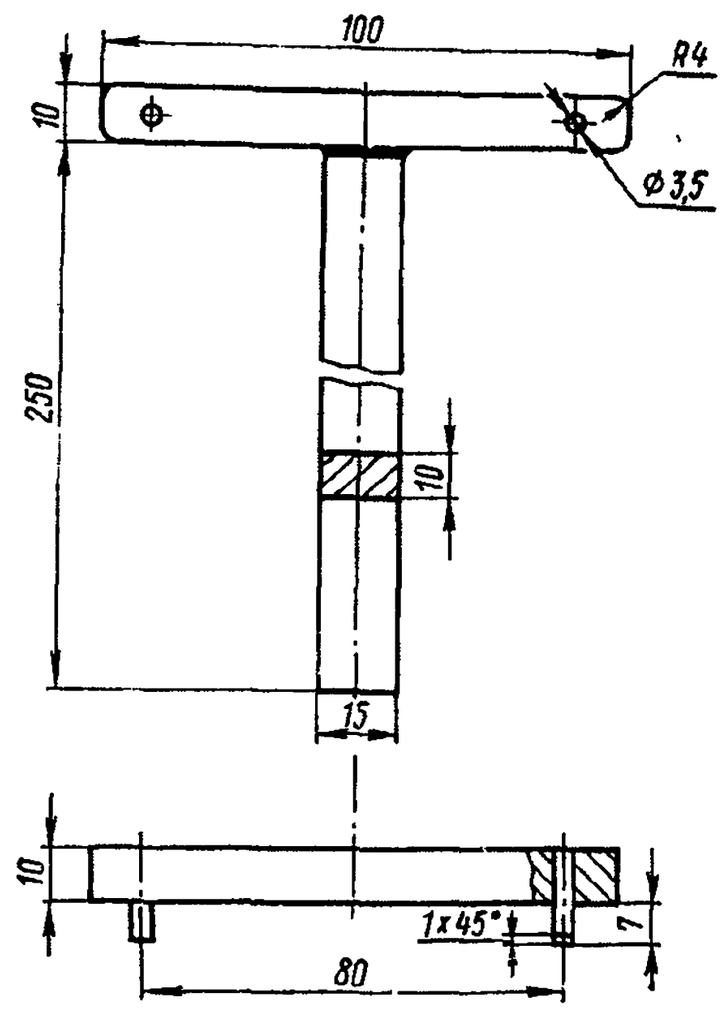

Рис. 258. Ключ для отворачивания упорной крышки
22. Выверните упорную крышку *18*, снимите уплотнительное кольцо *19*	Специальный ключ (рис. 258)